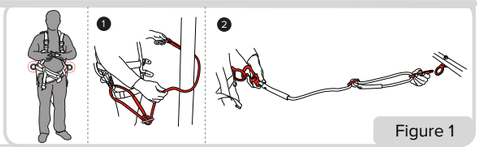

Figure 1
Before using the Personal Protection Equipment (PPE) you must read carefully and understand the safety information described on general instruction and the specific equipment instructions. ATTENTION!!! If you have any doubt about the product, if you need others language version of the instructions for use, declarations of conformity or any question about the PPE, please contact us: www.fallsafe-online.com. WARNING: The manufacturer and the seller decline any responsibility in case of incorrect use, improper application or modifications/ reparations by persons not authorized by FALL SAFE®. The full body harness is the only acceptable body retaining device that can be used in a fall arrest system. The fall arrest harness should only be used as personal fall arrest system in accordance with EN363, as fall arrest system, restraint system, works positioning system, rescue system with the following tested and approved components: height safety devices in accordance with EN360; travelling fall arrest devices on moveable guides in accordance with EN353-2; lanyards with strap fall brakes in accordance with **EN354/EN14196**; lanyard in accordance with EN354. Karabiners in accordance with EN362. The anchorage point on which the protective equipment is fastened should be located above the user if possible and must satisfy the requirements specified in EN795 (minimum strength of 12kN). The dorsal and chest D-rings ("A" points) must be connected to a fall arrest system that meets current standards. Use only "A" attachment point for fall arrest system connection, for example a mobile fall arrest, an energy absorber. In a fall event, the fall arrest attachment pint elongates approximately 0.5 m. This elongation must be taken into account for the clearance calculation. When is available, the ventral and the side attachment points on the work belt are designed to either hold the user in work position, or to restrain the user from entering a hazard zone. ATTENTION: The side attachment point is not designed for fall arrest usage. Always use the two side attachment points together, by linking them with a work positioning lanyard, in order to be comfortable supported by the comfort pad of the work belt. WARNING: Be sure the webbing is inserted in the correct position. ATTENTION: Prolonged suspension in case of a fall can cause suspension trauma that may lead to serious injuries or dead! Plese avoid suspension trauma! The rescue harness is intended to be worn during normal working activities and that you should carry out a suspension test in a safe place before using the rescue harness for the first time, to ensure that it is the correct size, has sufficient adjustment and is of an acceptable comfort level for the intended use. WARNING: The rescue harness, FS236 - maximum load 100 kg, shall not to be used as the body holding device in a fall arrest system. WARNING: the waist belt is not suitable for fall arrest purposes and that a waist belt should not be used if there is a foreseeable risk of the user becoming suspended or being exposed to unintended tension by waist belt. Warning: using a work positioning system it is essential to consider the need of using a back-up, e.g. a fall arrest system. WARNING: for work positioning it is essential for safety use an anchor point positioned at above waist level. ATTENTION: The waist belt is approved for a user, including tools and equipment, with a weight of up to 150 kg. For adjust the work positioning lanyards you must attach the connector of the end of the lanyards to the positioning side D-ring of your harness. Pass the rope through a reliable anchor point EN795. Attach the connector on the other lanyard end to the positioning D-ring. You can attach the positioning lanyard to a ring anchor point. WARNING: The rope must be taut to prevent accidents. Never connect the lanyards directly to a structure (cable, bar, etc.) having a slope greater than 15° because the fall length may then exceed 0.6m. WARNING: Karabiners must always be used with the gate closed and locked. Systematically verify that the gate is securely locked by pressing it with your hand. Avoid contact with sharp or abrasive surfaces and objects. According to EN358, please note it is essential to regularly check fastening and adjustment elements during use. ATTENTION: Waist belt is approved for a user including tools and equipment with a weight of up to 150 kg. In accordance with EN813 it is essential to check fastening and adjustment elements regularly, as well as essential to check the sit harness regularly for any damage. ATTENTION: a sit harness is not suitable for fall arrest purposes. Attachment points of the sit harness (figure 1) can be used for restriction or work positioning. For work positioning (1), attach the work positioning lanyard connector to the work positioning ring on the sit harness, pass the rope through a safe spot; make sure that the lanyard is taut and attach to the other side ring. For restriction (2), Attach the connector on the other lanyard extremity to the positioning D-ring and attach the positioning lanyard to a fixed anchor point.